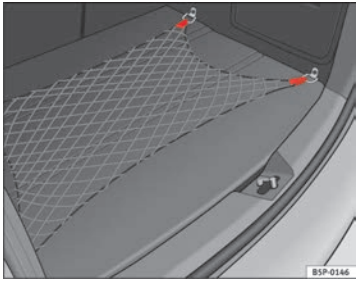

Fig. 109 Retaining net
– Use the fastening rings located on the side of the luggage compartment to attach the retaining net ⇒ fig. 109.